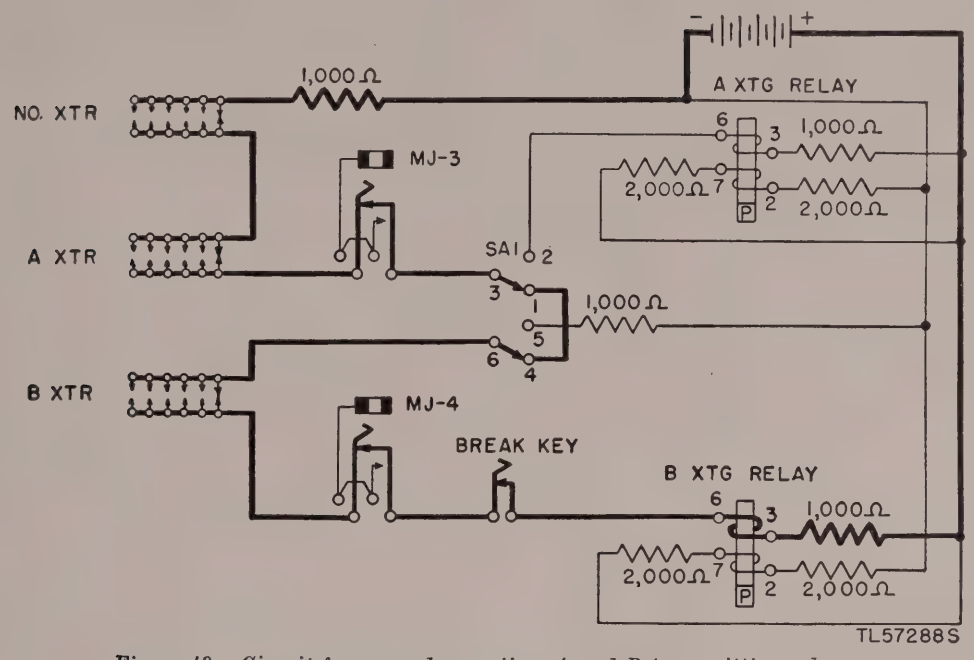

Figure 49. Circuit for normal operation, A and B transmitting relays.
101. Detailed Functioning of A and B Transmitting Relays (fig. 49)
a. Normal Operation (fig. 49). With switch SA in the NORMAL position, all three transmitter units control the B transmitting relay. The circuit (heavy line, fig. 49) may be traced from positive battery through the 3–6 winding of the B transmitting relay, break key, monitor jack MJ–4, transmitting contacts of all three transmitter units in series, to negative battery. Operation of any one of the transmitter units, or of a spare transmitter or keyboard plugged into monitor jack MJ–3 or MJ–4, causes the B transmitting relay to operate and to repeat the signals to the line.
a. Normal Operation. The BREAK KEY is in series with operating-winding 3–6 of the B transmitting relay (fig. 49). Operation of the BREAK KEY opens the circuit to operating-winding 3–6, causing the B transmitting relay tongue to move to spacing and to send a spacing impulse to the line for as long as the break key is held depressed.